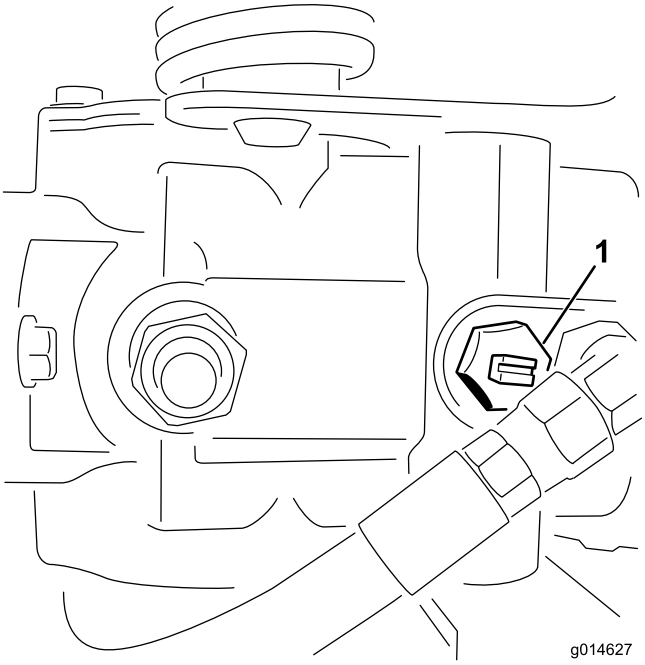

Figur 41
1. Find omløbsventilen på pumpen, og drej den, så rillen er vertikal (Figur 41).
2. Luk omløbsventilen ved at dreje den, så rillen er horisontal (Figur 41), før du starter motoren. Start ikke motoren, mens ventilen er åben.